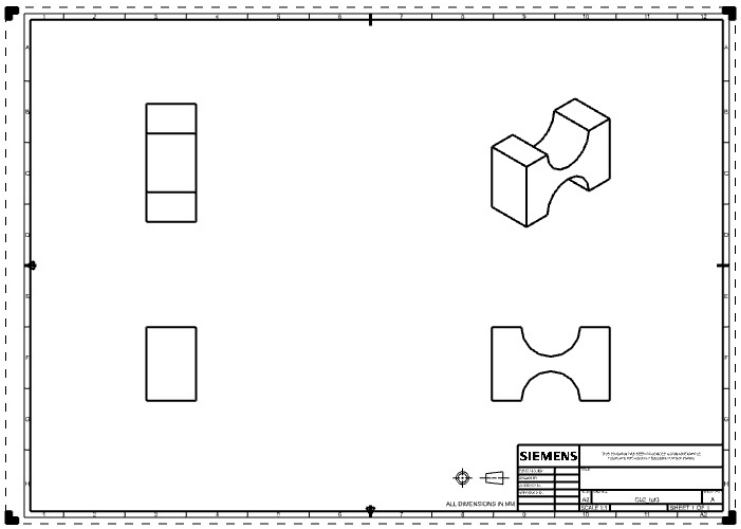

Figure 2-80 *The drawing sheet after creating the drawing views*
5. Choose the **Base View** tool from the **View** panel of the **Home** tab; the **Base View** dialog box is displayed. Next choose the **Trimetric** option from the **Model View to Use** drop-down list of the **Model View** rollout; the floating trimetric view gets attached to the cursor. Click to place this view on right of top view placed earlier. The resulting drawing sheet after generating the drawing views is shown in Figure 2-80.